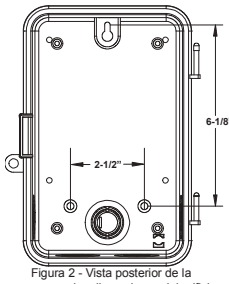

Figura 2 - Vista posterior de la carcasa con las dimensiones del orificio de montaje
4. Coloque la carcasa en la ubicación de montaje deseada, y marque los tres orificios de montaje (consulte la Figura 2 para ver las dimensiones). Instale primero el tornillo de la parte superior con uno de los espaciadores provistos, y luego cuelgue la carcasa por el orificio de la cerradura. Coloque los dos tornillos restantes en la parte inferior de la carcasa a través de los orificios de montaje mientras pasa cada tornillo a través de uno de los espaciadores provistos y en la pared.